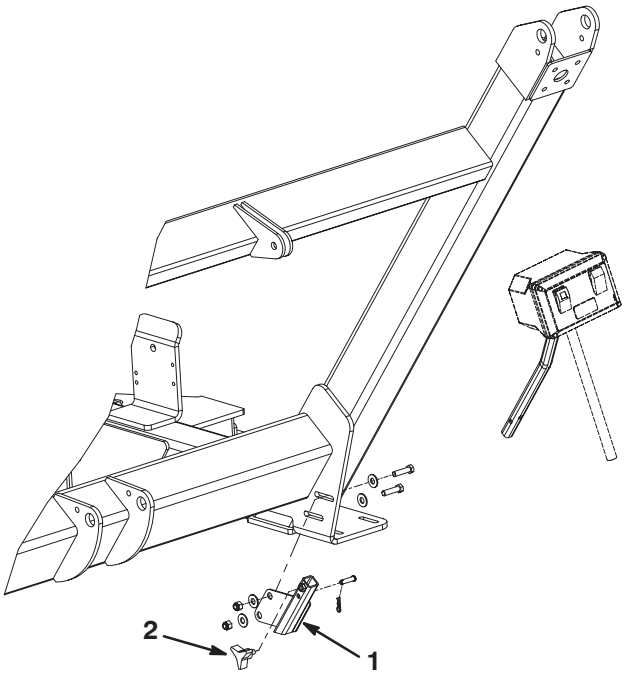

Figur 10
1. Montera mottagaranordningen på uppsamlarens ramfäste med (2) 3/8–16 x 1/2 tums huvudskruvar, (4) brickor och (2) muttrar. Placera komponenterna enligt figur 10.